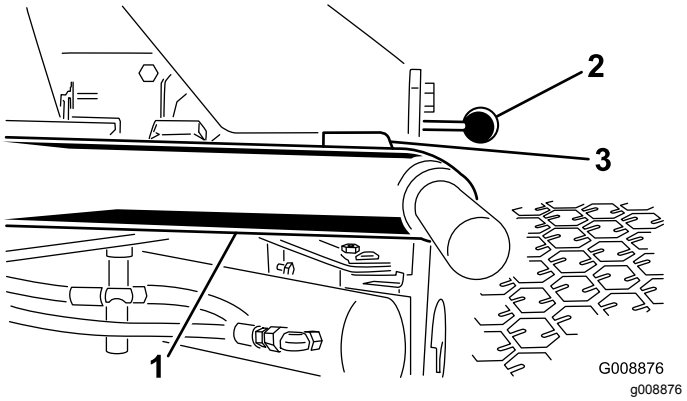

Figur 25
1. Start motoren, hev løftearmene og kontroller at klaringen mellom hver løftearm og gulvplatebraketten er 5–8 mm (Figur 25).